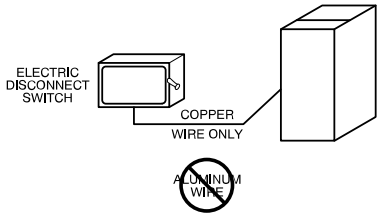

Fig. 32 – Field-Supplied External Electrical Box on Furnace Casing
Do not connect aluminum wire between disconnect switch and furnace. Use only copper wire. See Fig. 32.
1. Drill two (2) 1/8-in. (3 mm) pilot holes through the dimples in the furnace casing near the 7/8-in. knockout or plug on the side of the casing. Do not remove the knockout or plug in the side of the casing.
9. Connect field power and neutral leads to furnace power leads inside the external electrical box as shown in Fig. 32.